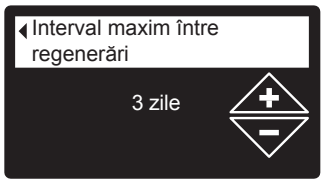

FIG. 50
5. Apăsaţi SELECT (⬭), pentru a afișa meniul **Max. days between recharges** screen (fig. 50).